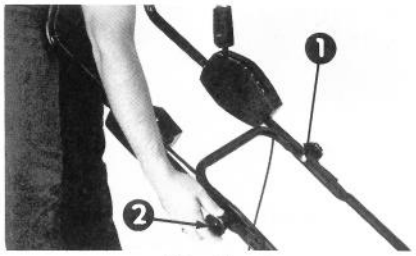

Afbeelding 3
5. Schuif het bovenste deel van de stuurstang op het onderste deel; let er daarbij op, dat de kabel voor het afstellen van de maaihoogte binnen de stuurstang geplaatst wordt. Plaats de uiteinden van de stuurstang in de middelste stand en breng de montagegaten op één lijn. Van de binnenkant uit schuift u nu de bouten door de beide delen van de stuurstang heen (Afb. 3).
6. Schroef de stelknoppen op de bouten vast (Afb. 3).